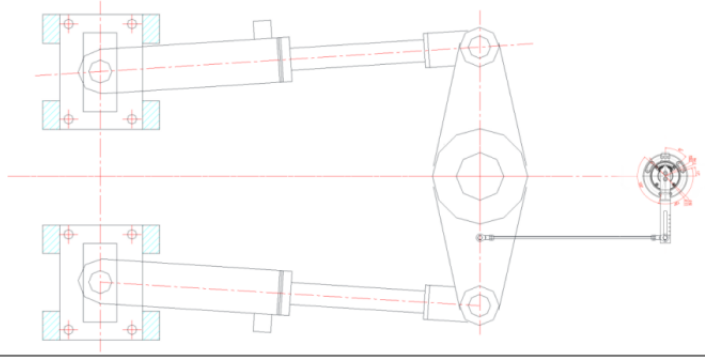

图4.5
1. 摆缸式舵机舵角反馈器的安装: 摆缸式舵机舵角反馈器适合安装在舵杆的前后侧，请根据舵机舱的具体布局以及位置空间调整。先将舵打直，舵角保持在中位，参照图4.5，舵柄中心到反馈器中心的距离 AC=BD，长度=500MM左右，AB=CD长度=150MM左右，形成一个平行四边形 ABCD，否则舵角反馈线性误差大，左右不对称。